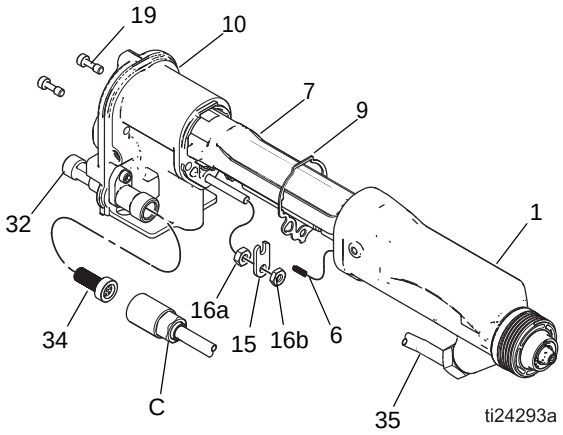

FIG. 31 . Barrel
See FIGURE 31
2. Remove the air cap and tip, page 29. Remove the gun shroud (26).
3. Carefully loosen the fluid fitting nut (C). Pull the tube (35) out of the fitting (32). See FIGURE 31.
5. Loosen the two screws (19). See FIGURE 31.
6. Hold the gun body (10) with one hand and pull the barrel (1) straight off the body. See FIGURE 31.